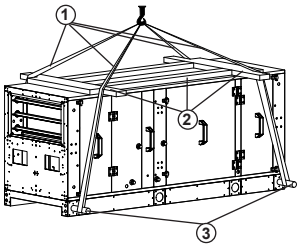

Рис. 5:
- При транспортировании с помощью грузоподъемного крана следует использовать ремни и распорки (см. рис. 5)!